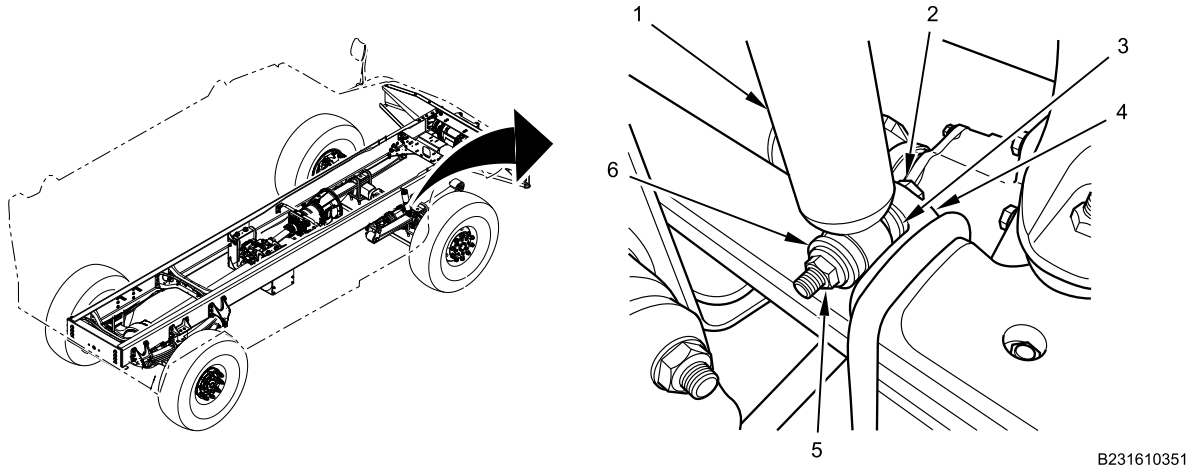

Figure 1. Front Shock Absorber Lower Mount Removal.
1. Remove nut (Figure 1, Item 5), and washer (Figure 1, Item 6) from front shock absorber lower bolt (Figure 1, Item 2).
2. Remove lower bolt (Figure 1, Item 2) and inner washer (Figure 1, Item 3) from front shock absorber (Figure 1, Item 1) and lower mount (Figure 1, Item 4).